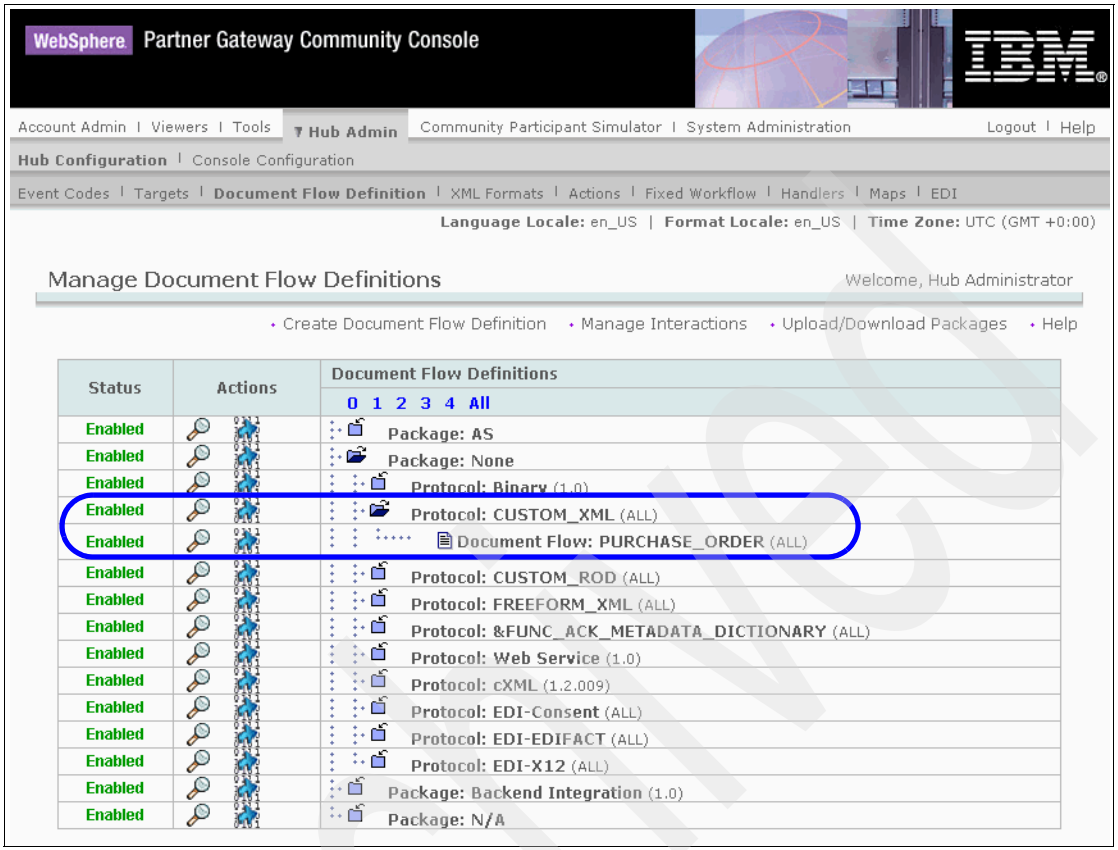

Figure 15-68 Verifying if the document flow definition for Company X is enabled
2. Verify if the required document flow definition for Company X is enabled, as in Figure 15-68 on page 524.